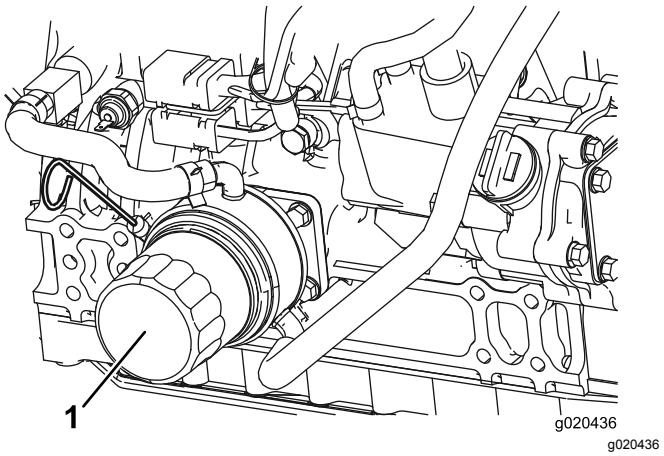

Figuur 76
2. Verwijder het oliefilter (Figuur 76). Smeer een dun laagje schone olie op de nieuwe filterpakking voordat u deze vastschroeft. **Niet te vast draaien.**